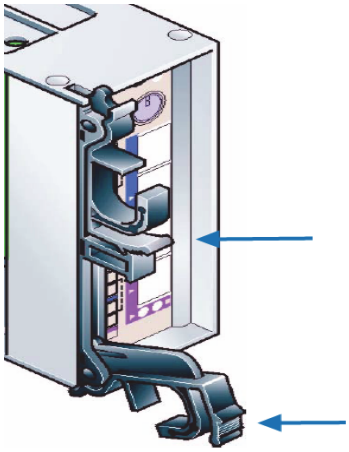

Figure 9–2: Removing an LRC Module
4. Push on the tabs to release the top and bottom latches, as shown in *Figure 9–2*.